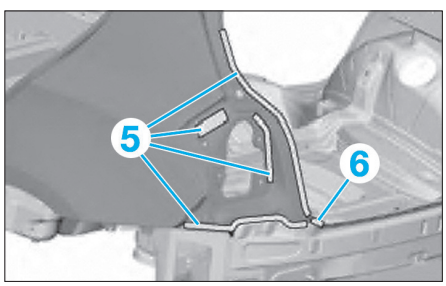

FIG. 31
• Dépointer la zone (5) puis, éliminer la brasure dans la zone (6) **(Fig.31)**.